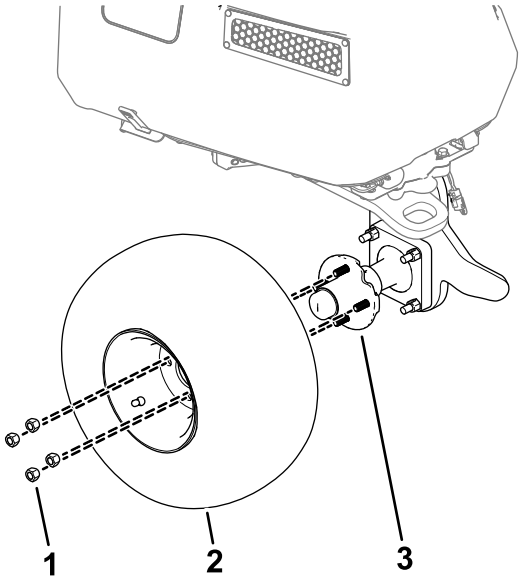

Figur 1
1. Ta bort de fyra hjulmuttrarna som fäster hjulet på hjulnavsenheten (Figur 1).
2. Avlägsna hjulet från maskinen (Figur 1).